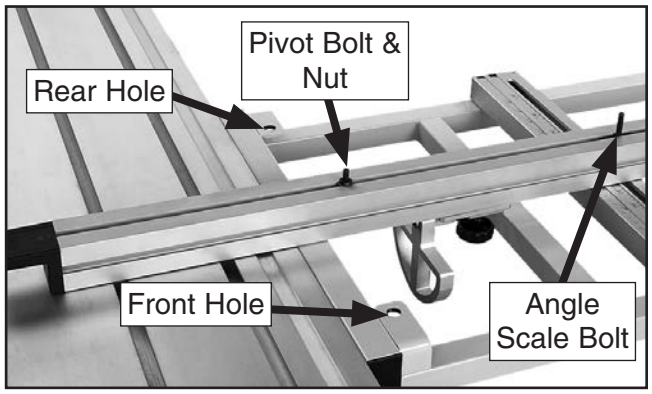

Figure 99. Crosscut fence pivot bolt and nut.
3. Lift fence up and loosen pivot bolt (see **Figure 99**).
5. Without disturbing pivot bolt position, lift fence up (see **Figure 99**), tighten pivot bolt nut, then re-insert pivot bolt into hole.